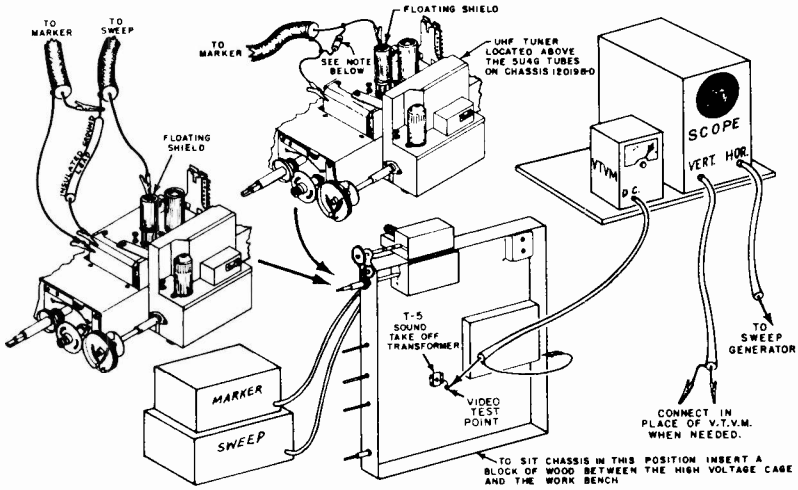

Figure 8. CONNECTIONS FOR I.F. ALIGNMENT
4) Connect terminated marker generator to floating shield of converted tube V-23 6J6. (Shield raised slightly so that it does not make contact with chassis). Use unmodulated marker. See Fig. 8.